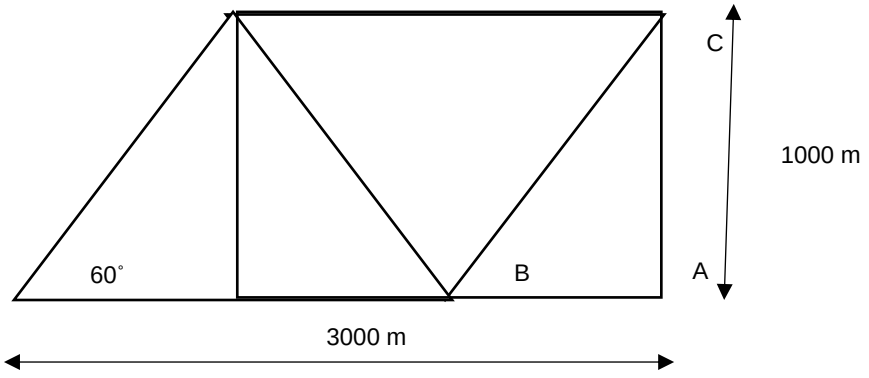

FIGUUR 2
2.2 FIGUUR 2, hier onder, toon 'n lyndiagram van 'n tipiese gesweisde traliestut ('latticed girder').